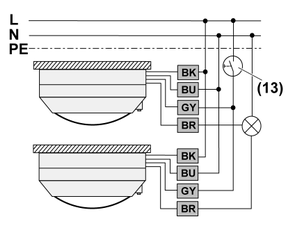

Bild 7: Anschlussplan Parallelschaltung
- Präsenzmelder nach Anschlussplan anschließen (Bild 7).
- Optional Installationstaster (13) an alle Präsenzmelder anschließen (Bild 7). Dieser wird nur benötig, wenn auch eine manuelle Bedienung gewünscht ist.